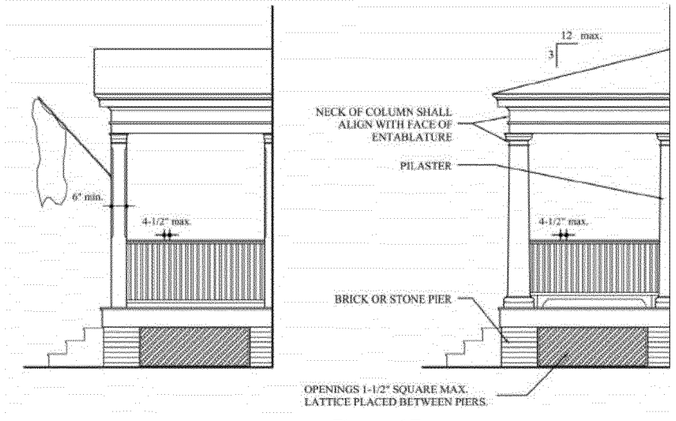

*Figure 17*
8. Posts shall be no less than 6” nominal in width or depth. See Figure 17.
13. Columns and pilasters shall be of the Tuscan or Doric orders as prescribed by The American Vignola, unless approved otherwise by the Village. On porches or stoops, full or half-round columns or pilasters are required against the building wall corresponding to the outside, freestanding column or pier. See Figure 17.